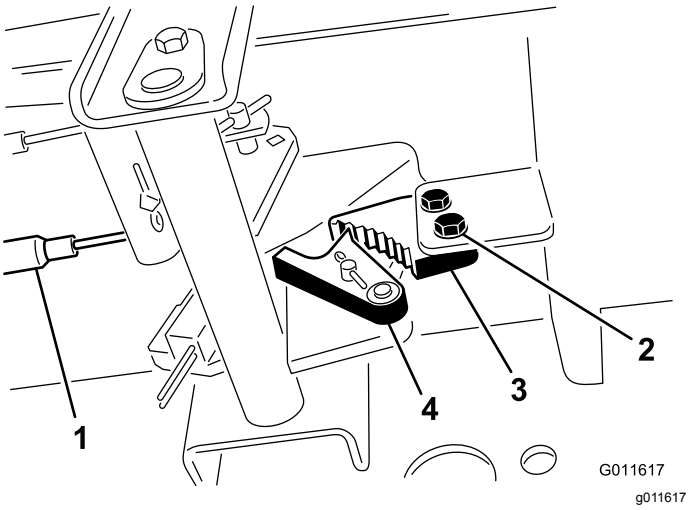

**Figur 98**
1. Løsn de to skruer, der fastholder parkeringsbremsepedalen på stellet (Figur 98).
2. Tryk parkeringsbremsepedalen frem, indtil parkeringsbremselåsen kobler helt ind på bremsepedalen (Figur 98).